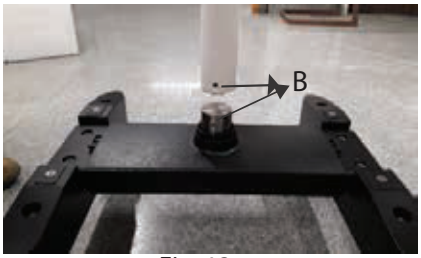

Fig. 13
7.1 Ouvrez la boîte du microscope. Retirez la colonne de la boîte. Engagez cette colonne sur l'arbre en faisant correspondre les trous de guidage sur la colonne avec l'arbre, comme indiqué en B sur la figure 13.